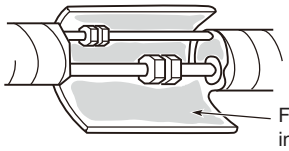
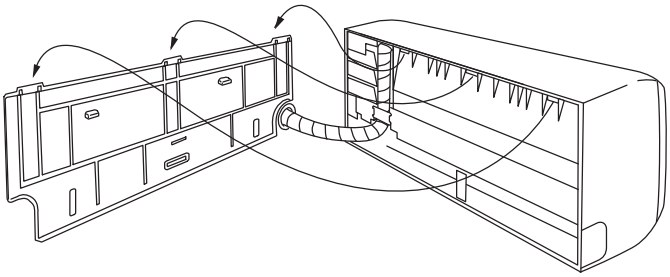

Fig. 1-79
Fig. 1-78
(2) Push the wiring, refrigerant tubing, and drain hose through the hole in the wall. Adjust the indoor unit so it is securely seated on the rear panel. (Fig. 1-78)
(3) Carefully bend the tubing (if necessary) to run along the wall in the direction of the outdoor unit and then tape as far as the fittings. The drain hose should come straight down the wall to a point where water runoff wont stain the wall.
(4) Connect the refrigerant tubing to the outdoor unit. (After performing a leak test on the connecting part, insulate it with the tubing insulation. (Fig. 1-79)).